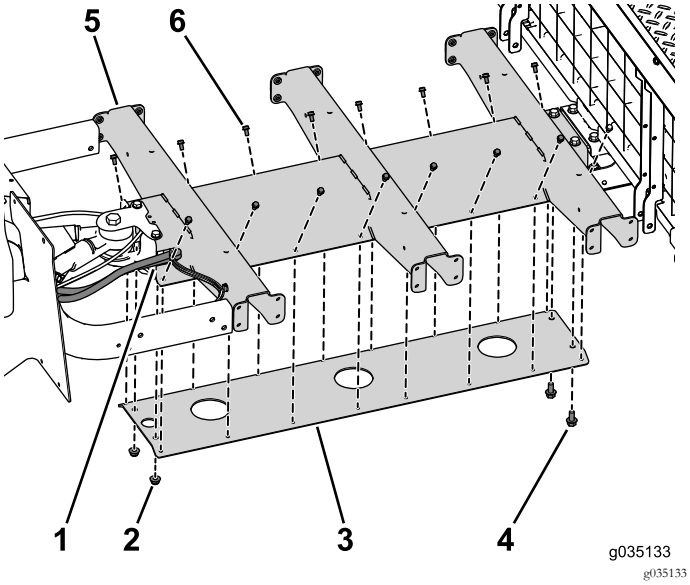

Figura 78
2. Montate, senza serrarli, i 2 bulloni (3/8" x ¾"), 16 bulloni (¼" x ½") e 2 dadi flangiati (3/8") per fissare la piastra inferiore al canale centrale (Figura 78).